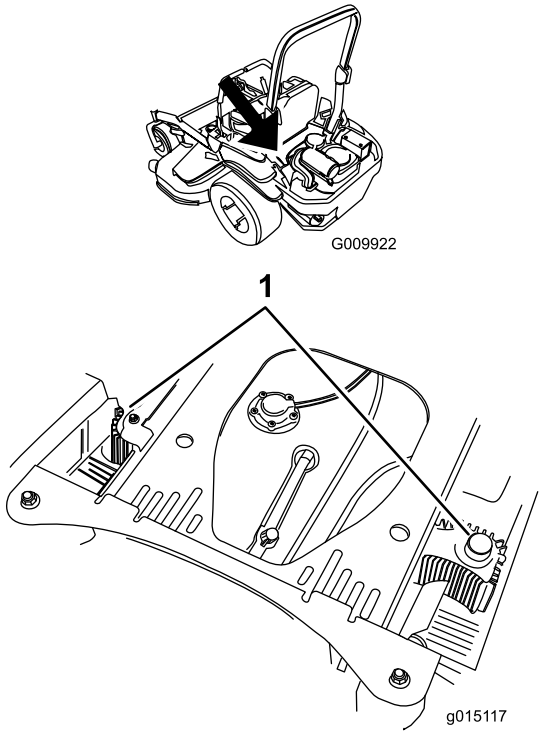

Figure 73
4. Débarrassez les unités hydrauliques de l'herbe et des débris accumulés (Figure 73).